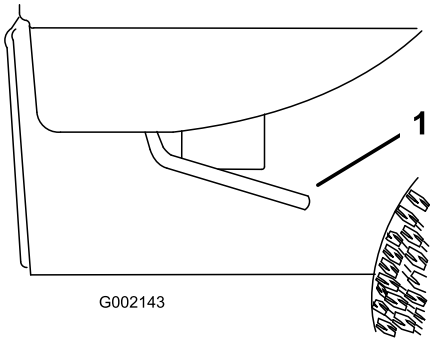

Figur 23
1. Hev spaken på en av sidene av kassen og hev kassen (Figur 23).